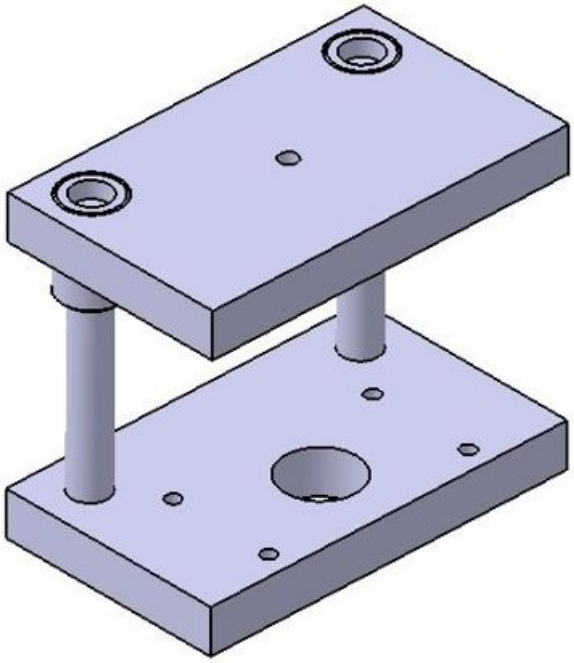
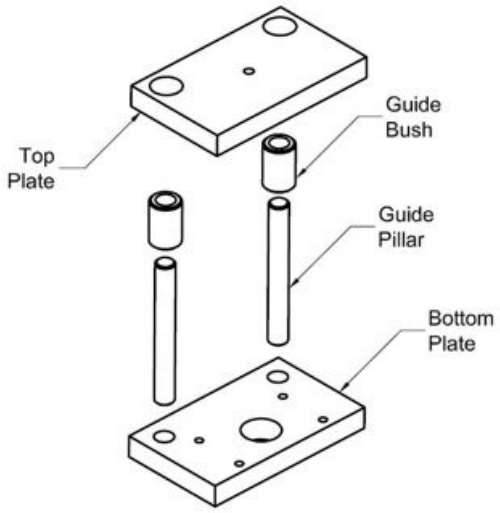
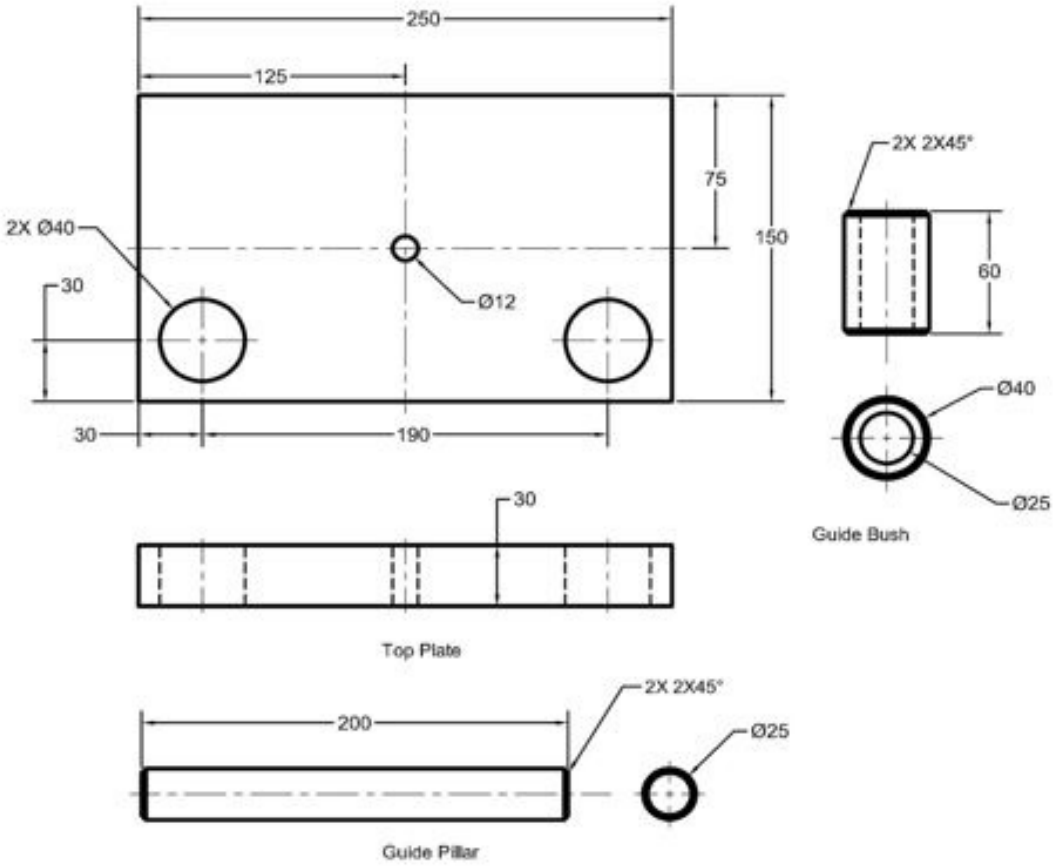

Figure 12-80 *The Press Tool Base assembly*
Figure 12-81 *The exploded state of the Press Tool Base assembly*
Figure 12-82 *Orthographic views and dimensions of the Top Plate, Guide Pillar, and Guide Bush*
In this tutorial, you will create some components of the Press Tool Base assembly shown in Figure 12-80 using the top-down assembly approach. The exploded state of this assembly is shown in Figure 12-81. The dimensions of all components are shown in Figures 12-82 and 12-83. **(Expected time: 45 min)**
The assembly shown in Figure 12-80 is not a complete assembly of the Press Tool Base
6. Exit the **Sketcher** workbench and extrude the sketch, refer to Figure 12-82, for dimensions.
It is evident from Figure 12-80 that the Guide Bush will be placed over the Guide Pillar. Therefore, the geometry of the Guide Pillar will be used to create the Guide Bush.
4. Exit the **Sketcher** workbench and extrude the sketch by 30 units by flipping its direction of extrusion. Now, create a hole on the top face of the Top Plate. For position of the hole, refer to Figure 12-82.